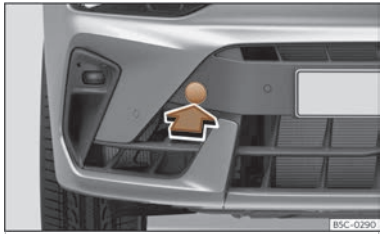

Fig. 223 Du côté droit du pare-chocs avant : retirer le cache.
Le logement de l'œillet de remorquage à visser se trouve sur la partie droite du pare-chocs avant, derrière un cache ››› **fig. 223**.
- Retirez le cache en appuyant sur la partie inférieure de ce dernier et laissez-le pendre du véhicule ››› **fig. 223**.